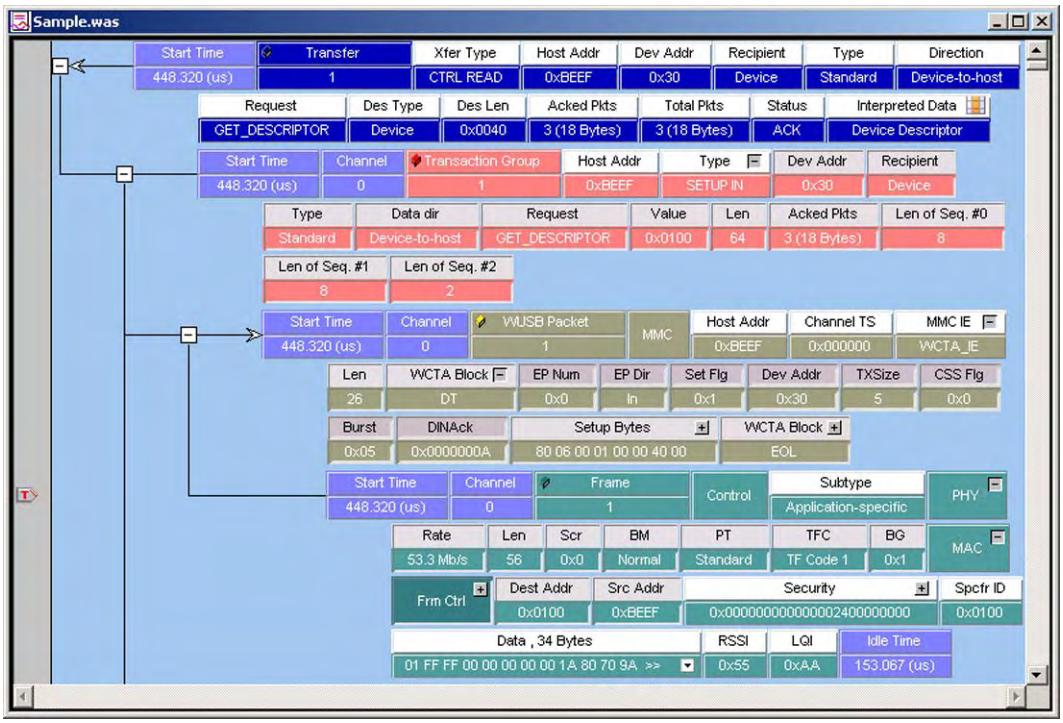

***Figure 6. Analyzer Trace Capture Display***
5. Once the project runs you will see an analyzer trace capture display similar to the one shown in Figure 6.